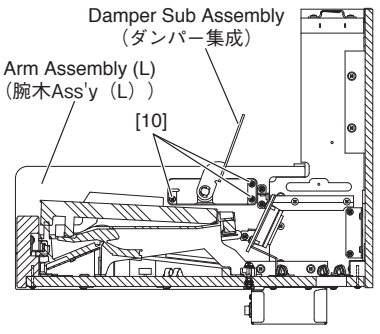

Fig.20（図 20）
23-4 Remove the three (3) screws marked [10]. The damper sub assembly can then be removed from the arm assembly L. (Fig.20)
23-4 [10] のネジを 3 本外し、ダンパー集成を腕木 Ass'y L から外します。(図 20)